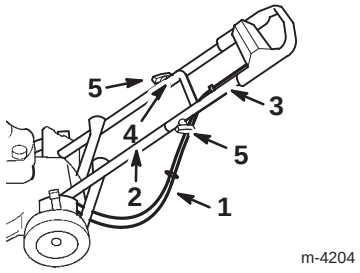

Abbildung 4
5. Die Enden des oberen Griffstangenteils so über den unteren Griffstangenteil schieben, daß die Teile zusammenliegen (Abb. 4).
6. Darauf achten, daß die Kabel unter und hinter dem unteren Griffstangenteil geführt werden (Abb. 4).
7. Den oberen Griffstangenteil mit zwei geformten Schrauben und zwei Knöpfen am unteren Griffstangenteil befestigen (Abb. 4).